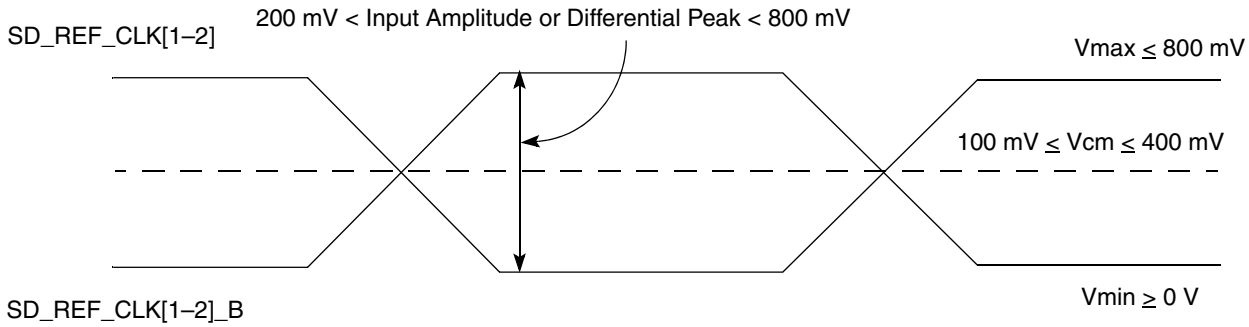

Figure 39. Differential Reference Clock Input DC Requirements (External DC-Coupled)
- — For an external DC-coupled connection, the maximum average current requirements sets the requirement for average voltage (common mode voltage) as between 100 mV and 400 mV. Figure 39 shows the SerDes reference clock input requirement for DC-coupled connection scheme.